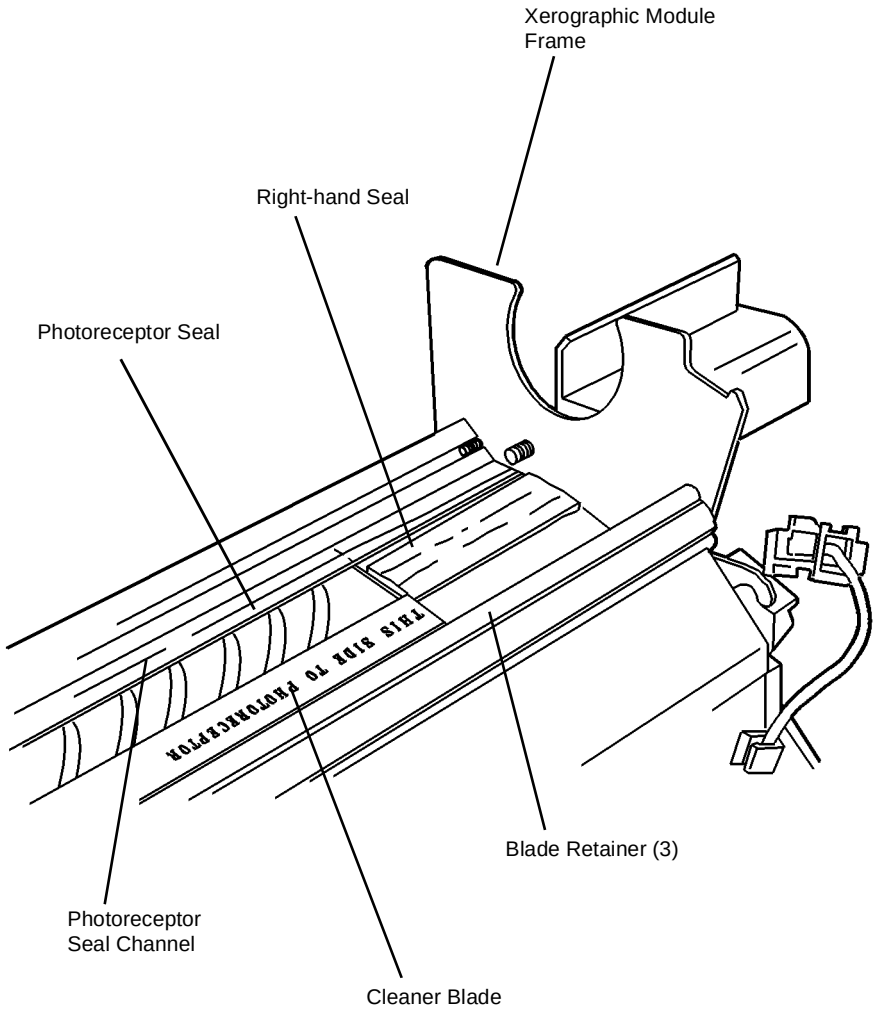

**Figure 1 Removing the Cleaner Blade**
2. (Figure 1): Remove the Photoreceptor Seal, Right-hand Seal, Left-hand Seal, Cleaner Blade, and the three Blade Retainers from the Xerographic Module.